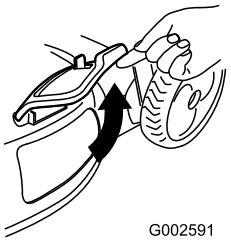

Figure 20
2. Lift open the side discharge door (Figure 20).